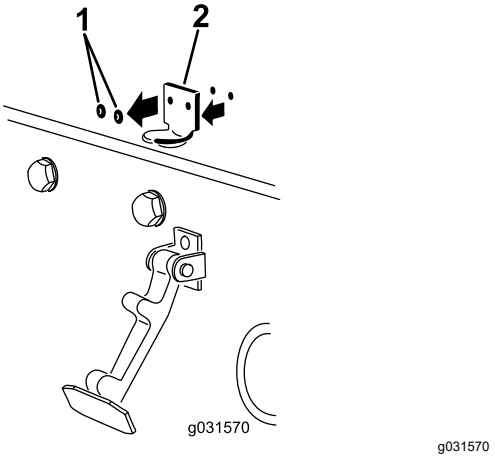

图 6
2. 卸下将机罩闩锁支架固定至机罩的 2 个铆钉 (图 6)。